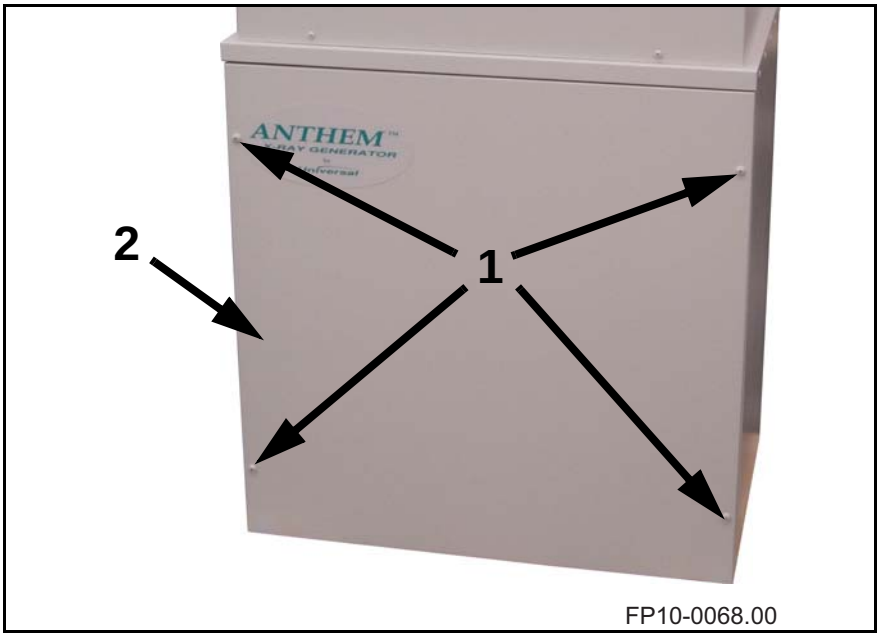

Figure 5-1. Front Panel Removal.
a. Unscrew four front panel screws (1 in Figure 5-1) and remove front panel (2).